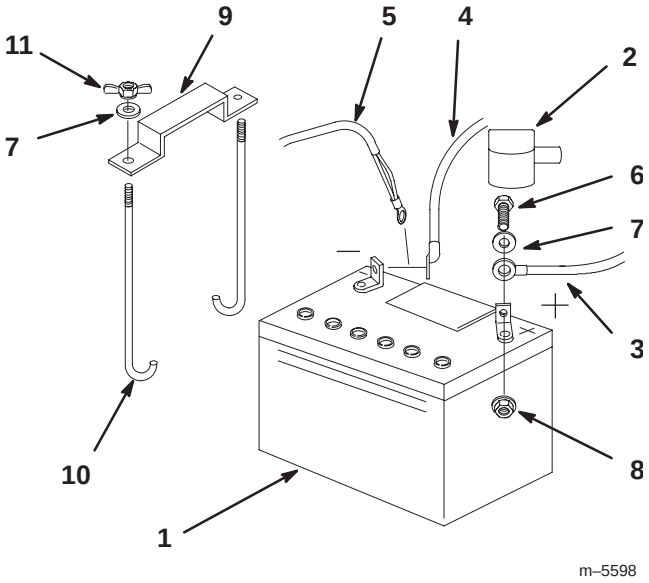

Figure 76
1. Position battery in tray with terminal posts toward the engine (Fig. 76).
4. Secure cables with 2 bolts (1/4 x 3/4 inch), 2 washers (1/4 inch), and 2 locknuts (1/4 inch) (Fig. 76).
6. Secure battery with J-bolts, hold down clamp and 2 washers (1/4 inch), and 2 wing nuts (1/4 inch) (Fig. 76).
3. First disconnect the negative battery cable and ground wire from the negative (–) battery terminal (Fig. 76).
4. Slide the red terminal boot off the positive (red) battery terminal. Then remove positive (red) battery cable (Fig. 76).
5. Remove both wing nuts (1/4 inch) securing the battery clamp (Fig. 76).